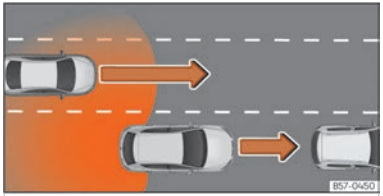

Fig. 132 Overtaking with traffic behind the vehicle.
- When being overtaken by another vehicle ››› Fig. 132.